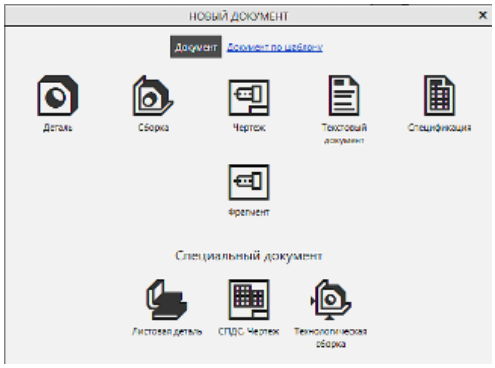

Рис. 1.14
1. На стартовом окне программы в группе Создать нажмите кнопку Листовая деталь (рис. 1.14).